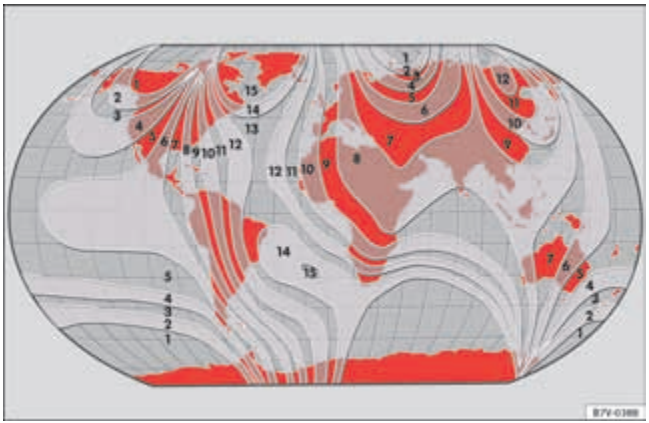

Fig. 37 Magnetic zones.
- Select the magnetic zone corresponding to the position of the vehicle ⇒ page 67, fig. 37.